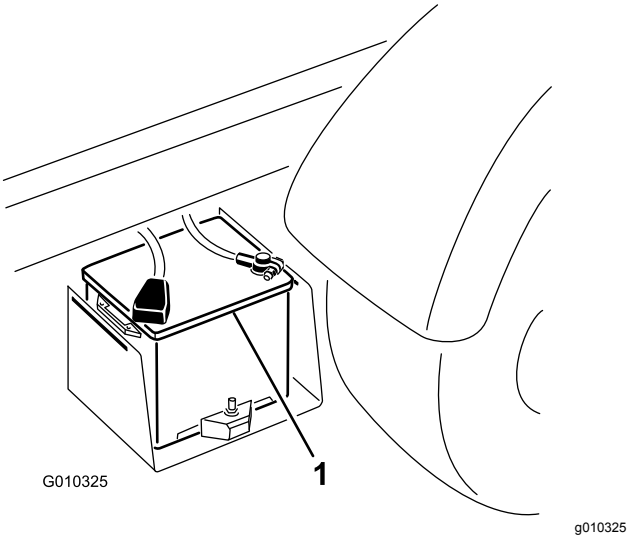

Rysunek 51
2. Połącz kablem bieguny dodatnie obu akumulatorów (Rysunek 51).